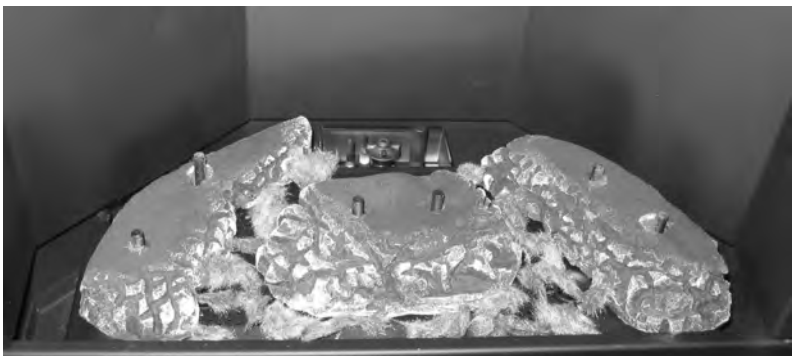

Figure 47. Ember Placement.
5. Install the two (2) grommets; place a 8-32 x ¾" bolt through each grommet then attach the bolt to the back cover using a ¼" socket (see Figure 47)
6. Ensure the wiring harness is attached to the fan then hook the two (2) slots on the fan box over the grommets installed in the last step.
When the charcoal pieces are in place the embers (Figure 47) can be placed onto the burner to create a realistic look. A bag of rock wool is provided. Spread the rock wool in a sparse but even manner.